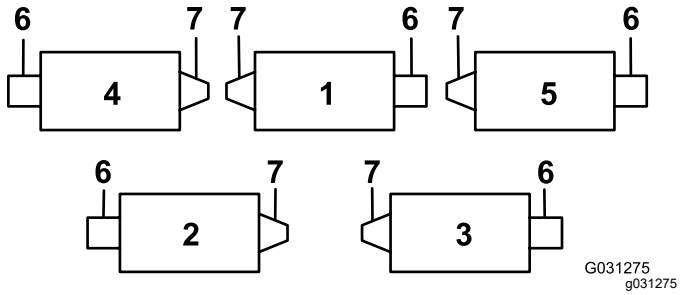
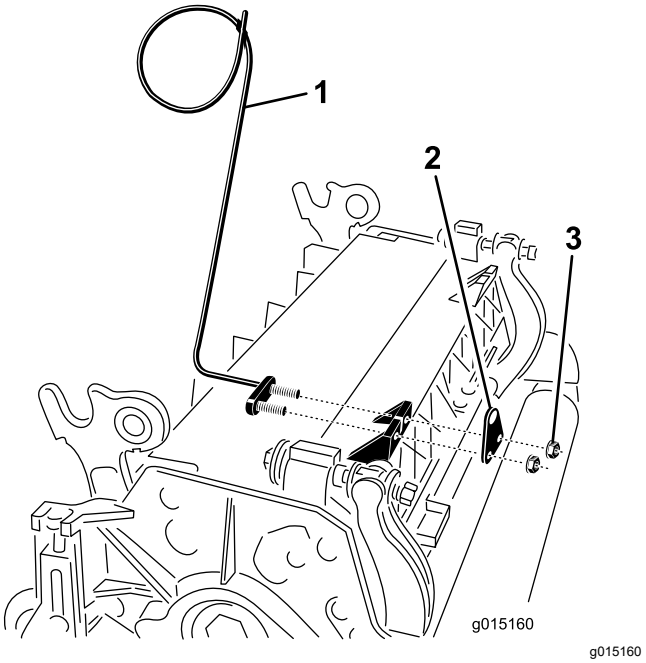
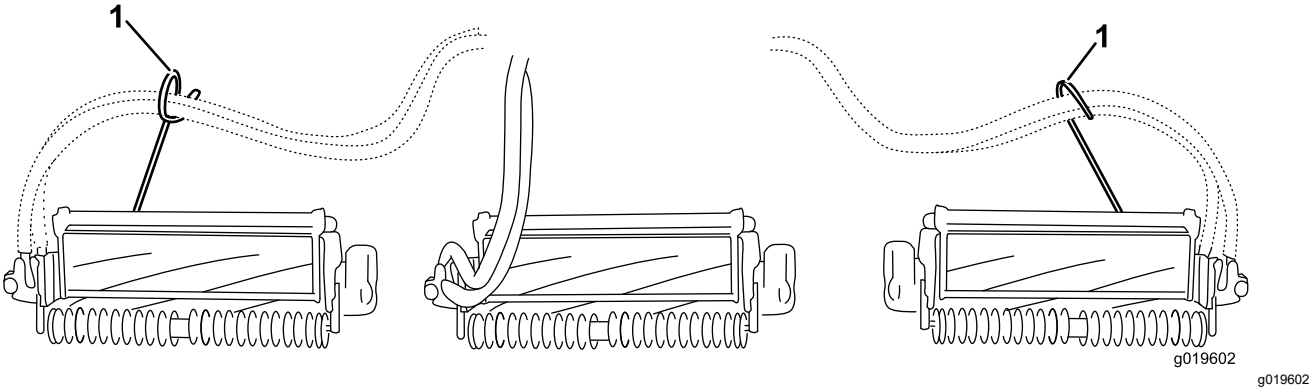

Figur 6
Figur 7
Figur 8
7. Använd stångbeslagets fästmuttrar när du monterar slangstyrningen längst fram på klippenhetens flikar på den fjärde (vänster fram) och femte (höger fram) klippenheten. Slangstyrningen ska lutas mot klippenheten i mitten (Figur 6, Figur 7, Figur 8).